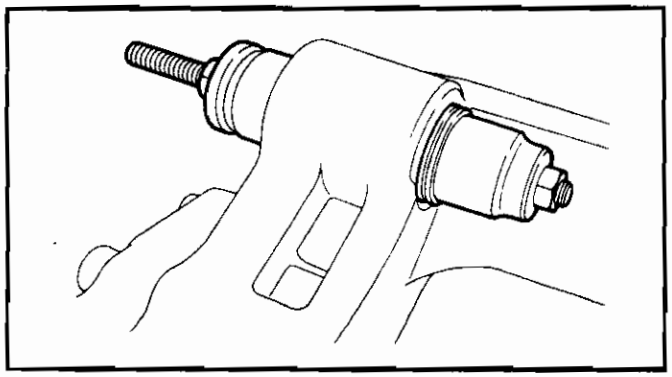
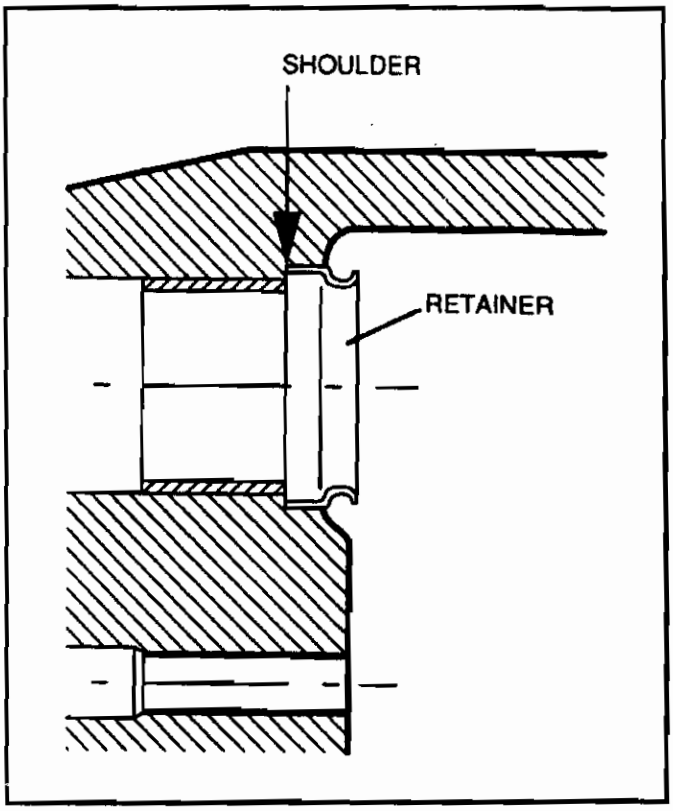

Figure 24.
Figure 25.
2. Using a length of threaded rod and suitable sockets and washers as shown in Figure 24, carefully pull the retainer squarely into position until it contacts the recessed shoulder in the mouth of the bore (Figure 25).